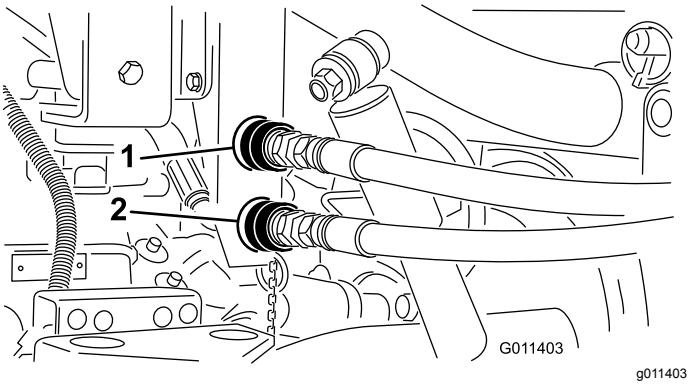

Figur 17
3. Rengjør hurtigkoblingene til overgjødsleren (Figur 17) før du kobler dem til. Skitne koblinger kan føre til forurensning i systemet. Fest begge hurtigkoblingene til Workman-kjøretøyet etter rengjøring. Slangene er merket med "A" og "B". Koble dem til tilsvarende hurtigkoblere ved montering. Se til at begge hurtigkoblingene sitter godt.
Merk: Koblingene vist i Figur 17, er fra kjøretøy med serienumre før 239999999.